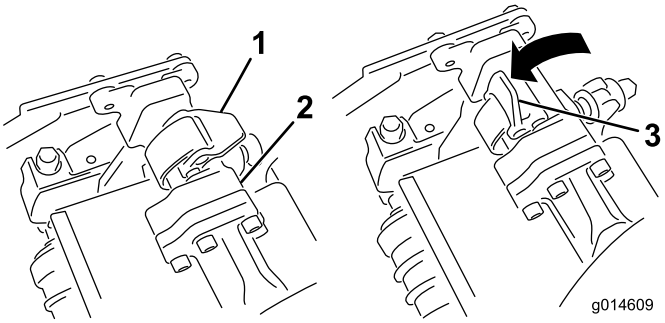
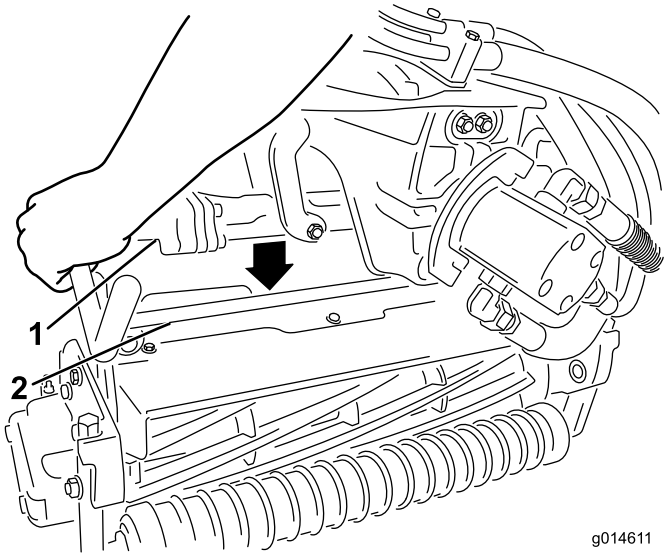

Figur 13
Figur 14
9. Låt spärrarna på upphängningsarmstången peka uppåt (dvs. de ska vara öppna) (Figur 13) och tryck upphängningsarmen nedåt så att stången passar över stången över ovansidan av klippenheten (Figur 14).
10. Fäll spärrarna nedåt och runt klippenhetsstången och lås dem på plats (Figur 13).